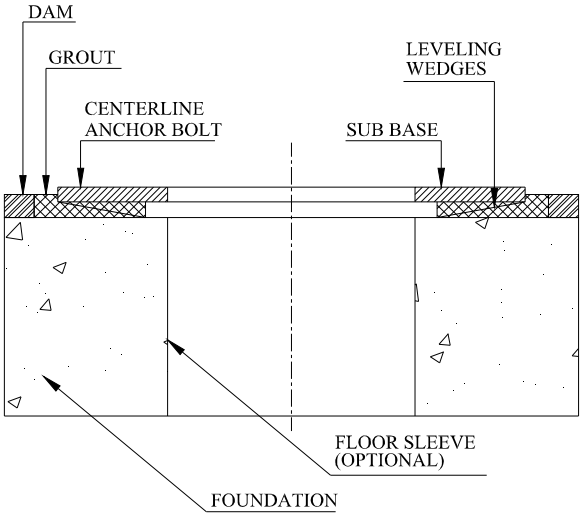

Figure 4
A. Using leveling the wedges. This is shown in Figure 4.
2. Build dam around foundation (See Figure 4). Thoroughly wet foundation.